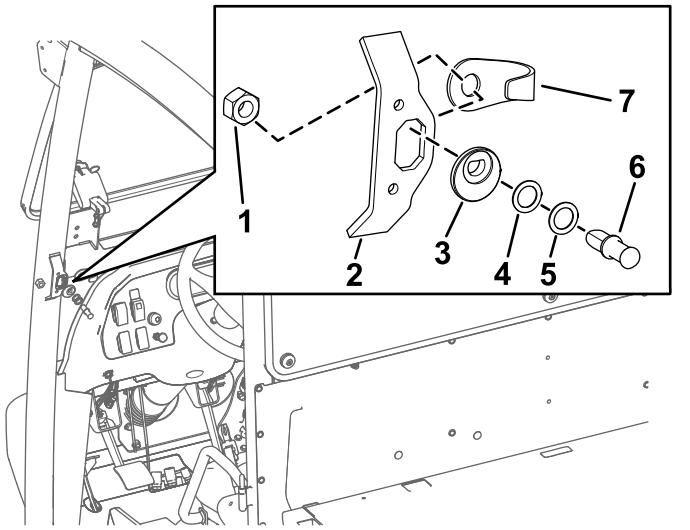

Figuur 3
2. Lijn de nok van de vergrendelpen uit met de opening van de aanslagplaat in de stand getoond in Figuur 3.
3. Steek de vergrendelpen (in eerste instantie zonder de ringen) in de nok van de vergrendelpen (Figuur 3).
5. Plaats de vergrendelpen en de contramoer aan de achterkant van de opening in de aanslagplaat (Figuur 3).
6. Draai de contramoer met de hand vast op de vergrendelpen (Figuur 3).